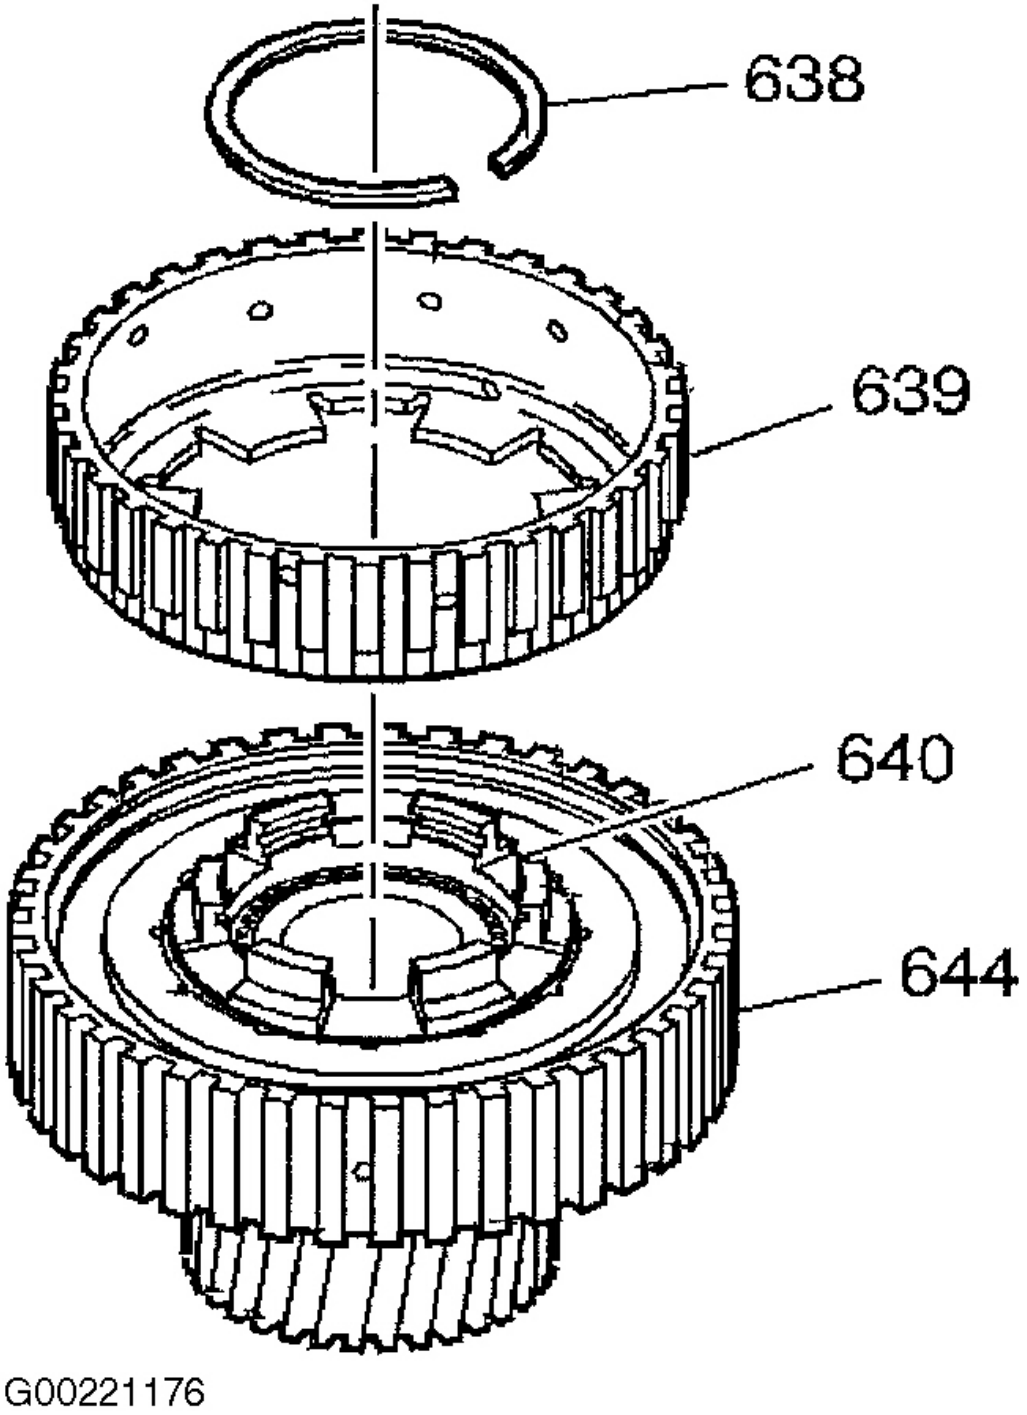

Fig. 56: Installing Overrun Clutch Hub & Retaining Snap Ring Assembly
4. Install the overrun clutch hub (639) onto the sprag clutch inner race and input sun gear assembly (640). Install the overrun clutch hub retaining snap ring (638). See **Fig. 56** .